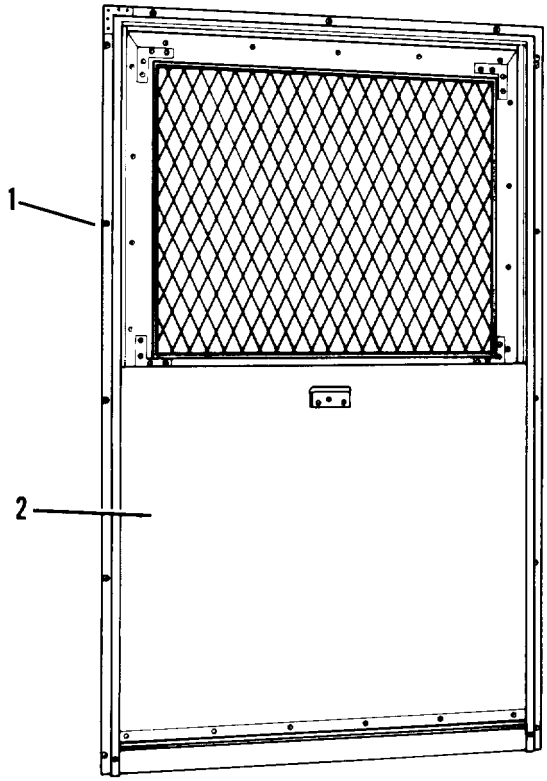

Figure 4-47. Blackout cover and window
(1) Remove 15 screws (1, figure 4-47) around outside of blackout cover (2) frame. Remove blackout cover frame.
(2) Lift off blackout cover (2).
(1) Position blackout cover (2, figure 4-47) over window and match holes. Install blackout cover frame.
(2) Secure blackout cover (2) with 15 screws inserted around outside of blackout cover frame.